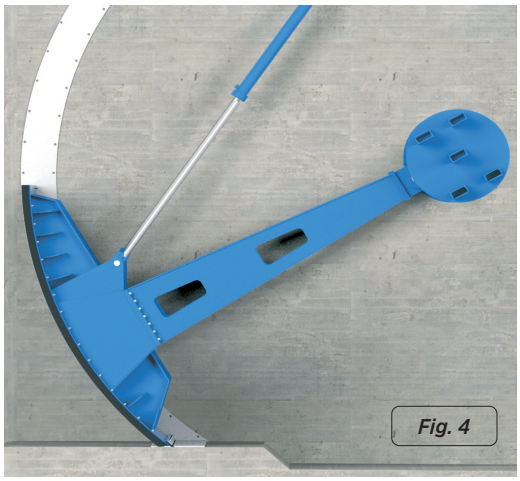

Fig. 4
- Dopo aver collocato la travata nel cantiere in posizione chiusa, puntare le piastre supporto sulle basi del punto di rotazione immerse nelle pareti laterali (fig. 4).